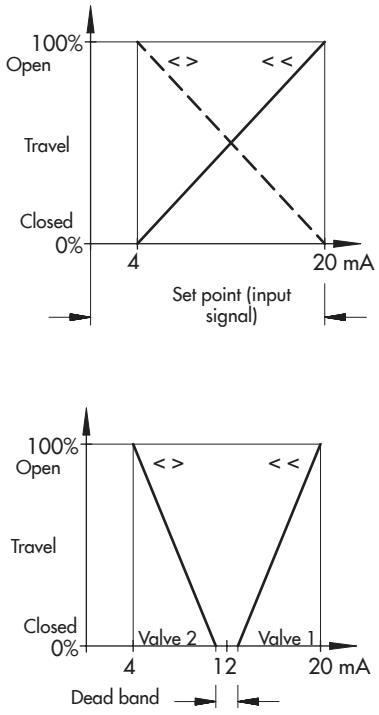

Fig. 5-11: *Normal or split-range operation*
– With a set point, for example 4 to 20 mA, the valve must move through its entire travel range from 0 to 100 % (Fig. 5-11, top).
– In split-range operation (Fig. 5-11, below), the control valves work with smaller set point ranges. The controller output signal is used to control two control valves, dividing it such that the valves move through their entire travel range at half the input signal range each (e.g. first valve set to 4 to 12 mA, second valve set to 12 to 20 mA). To avoid overlapping, allow for a dead band of ± 0.5 mA as shown in Fig. 5-11.